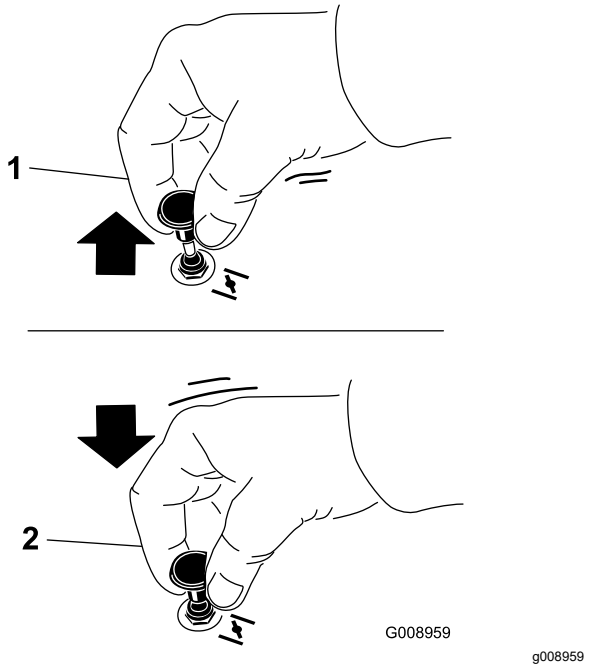

Figur 22
1. Træk op i chokerhåndtaget for at aktivere chokeren, før tændingskontakten tages i brug (Figur 22).
2. Tryk chokerhåndtaget ned for at deaktivere chokeren, når motoren er startet (Figur 22).